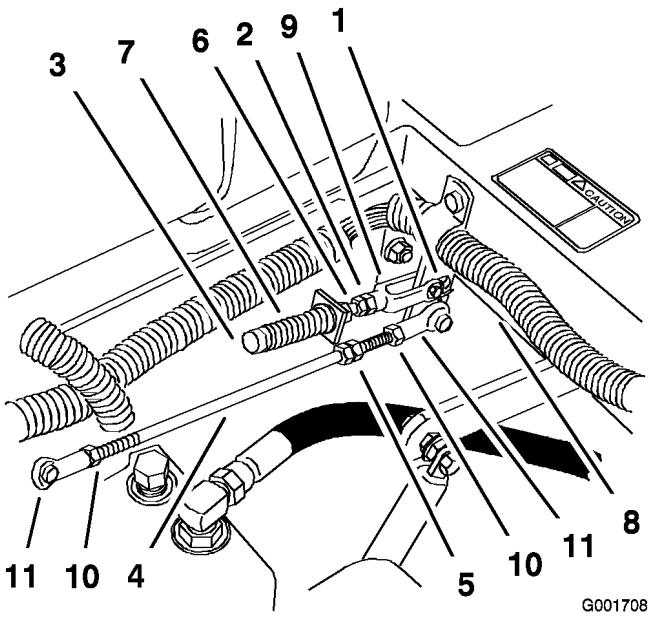

Figur 61
8. Lossa muttern och kontramuttern mot oket om justering krävs (Figur 61).
9. Dra rörelsereglaget något bakåt och vrid huvudet på justerskruven i rätt riktning tills rörelsereglaget är centrerat i det neutrala låsläget (Figur 61).
10. Dra åt muttern och kontramuttern (Figur 61).